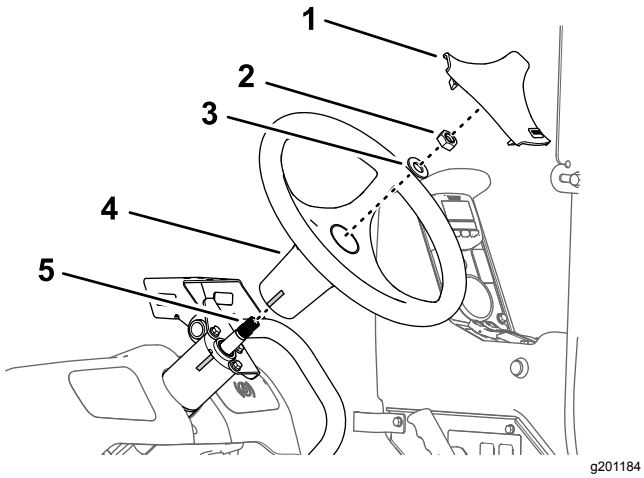

Figur 163
1. Ret tapemærkningen på rattet ind efter tapemærkningen på styreventilhuset (Figur 163).
2. Monter rattet på styreventilens aksel (Figur 163) med spændeskiven (5/8 tomme) og møtrikken (5/8 tomme), du fjernede i trin 3 i Afmontering af rattet (side 71).